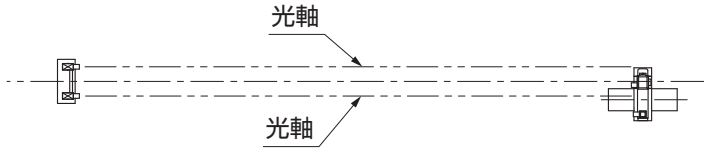
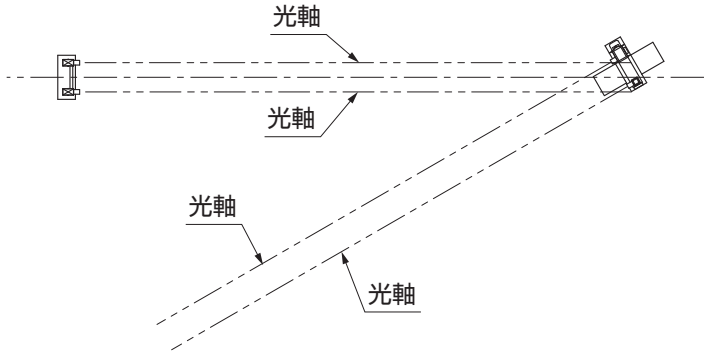

図14-3　光軸が平行にズレた場合
図14-4　光軸の角度があっていない場合
- センサーの特性上、図14-3、図14-4の組付けでは、センサーが誤動作したり、引戸が開閉しなくなる場合があります。センサーの光軸が合っていることを必ず確認ください。
①光電センサーは光軸をあわせるように組付けてください。